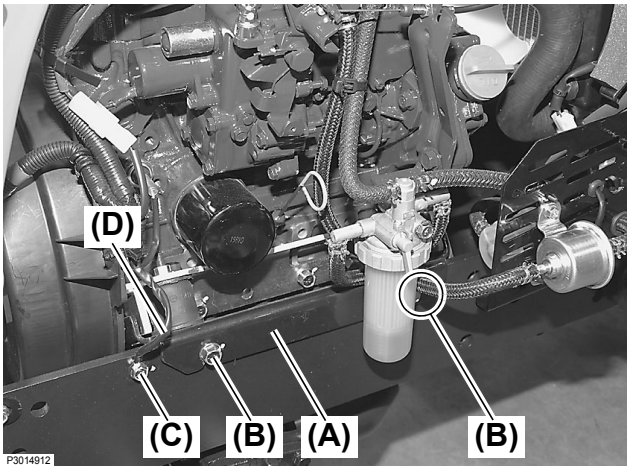

Fig. 22
32. Remove the M8 × 16 mm (L: 0.64 in.) bolt **(Fig. 22, (C))** that secures the main harness ground wire **(Fig. 22, (D))** to the main frame on the left side.